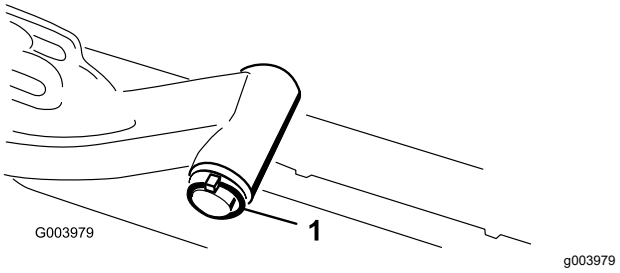

图 18
A. 拆下将提升臂枢轴固定至提升臂的保险销和垫圈将提升臂枢轴滑出提升臂 (图 18)。
C. 将提升臂轴插入提升臂用垫圈和保险销将其固定图 18。